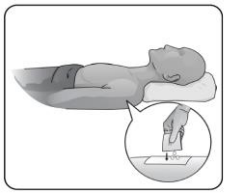

図 6
3)生理食塩水等を使用し、患者皮膚表面に貼付したパッドの表面を濡らす。(図 6 参照)